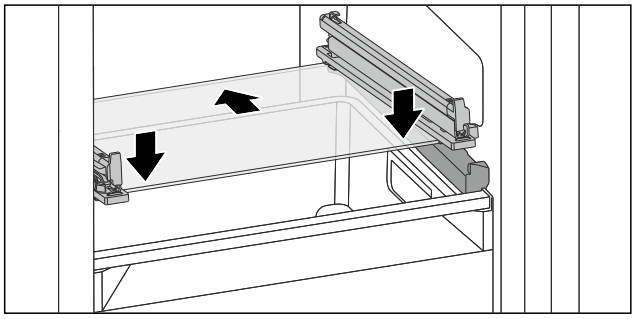

Fig. 134 Стеклянная пластина откидного выдвижного ящика
▶ Наклоняя вниз, установите стеклянную пластину за стопоры. (см. Fig. 134)